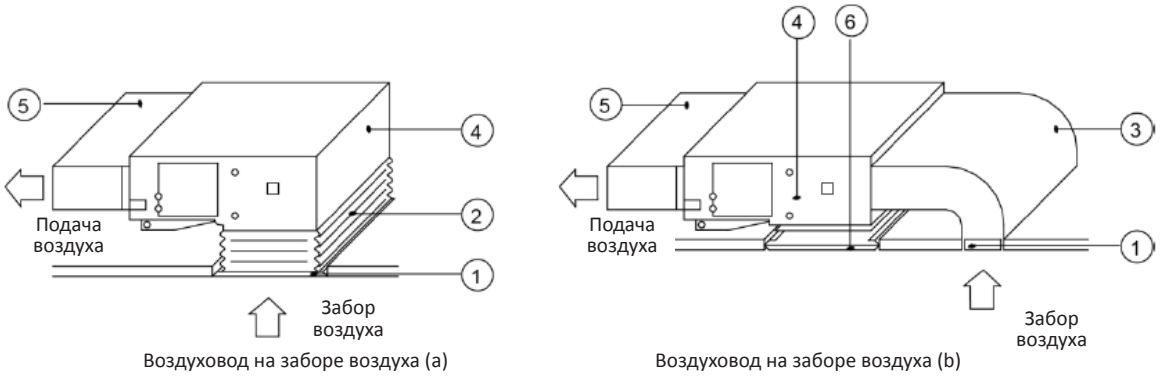

Рис. 4.4.8
(2) Если на объекте требуется забор воздуха снизу, то прямоугольный фланец и заглушку воздухозаборного отверстия необходимо поменять местами.
(3) Присоединить один торец воздухозаборного воздуховода к воздухозаборному отверстию заклепками, а второй – к воздухозаборной решетке. Для более удобного регулирования высоты можно предусмотреть секцию канала из брезента. Ее можно будет армировать и закрепить железной проволокой типоразмера 8.
(4) При заборе воздуха снизу уровень шума будет выше, чем при заборе с тыльной стороны. Поэтому для снижения уровня шума рекомендуется предусмотреть шумоглушитель и камеру статического давления.
(5) При выборе типа монтажа следует руководствоваться условиями в здании, удобством техобслуживания и так далее. См. рис. 4.4.8.